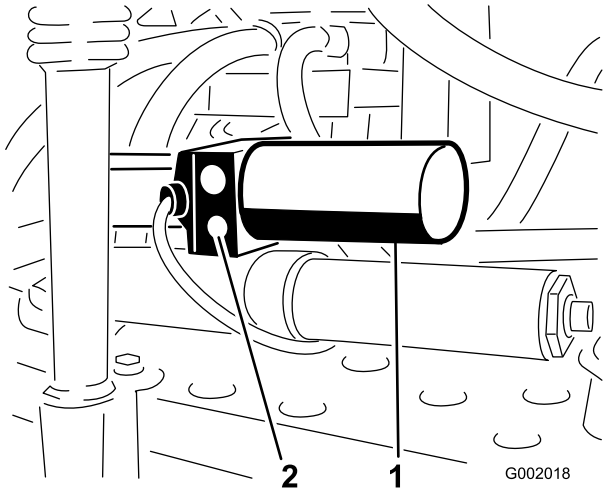

Bild 61
1. Ermitteln Sie das manuelle Überdruckventil am Aktuator jedes Auslegers. Das manuelle Überdruckventil ist das kleinste Ventil. Es befindet sich nur an einer Seite des Aktuators (Bild 61).